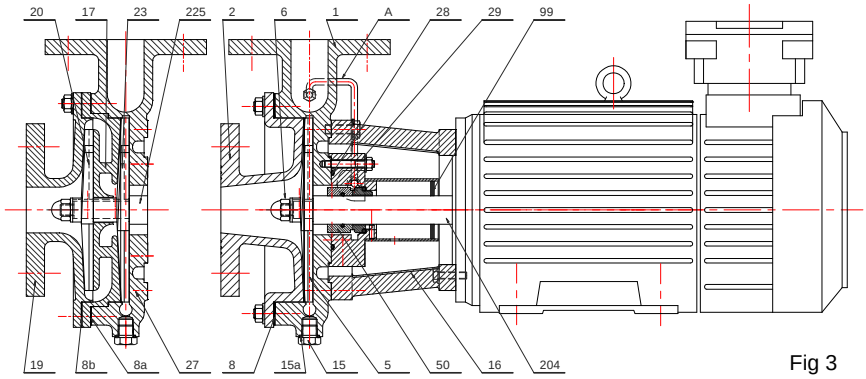

Fig 3
- Les pompes 109-212-215-315 peuvent être montées soit en monocellulaire, soit en multicellulaire, suivant fig 3 ou 6 si arbre manchonné